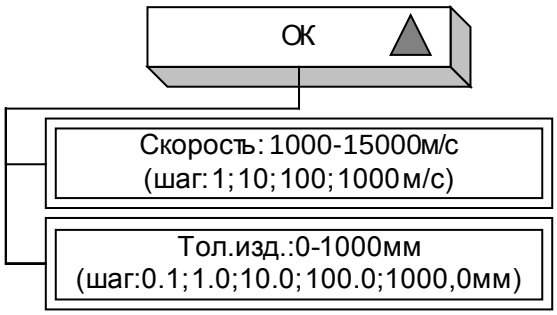

Рисунок 28 – Меню «ОК»
6.3.1.8 Меню «**ОК**» (объект контроля) имеет следующую структуру (рисунок 28):